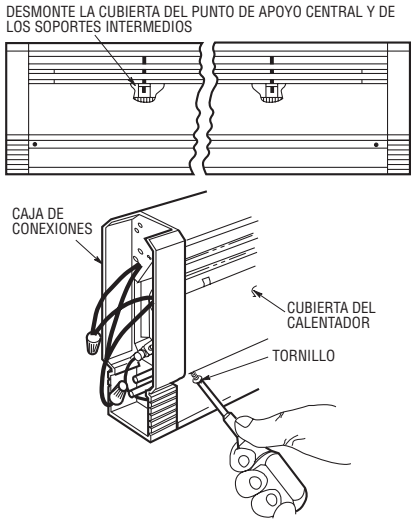

Figura 4. Remoción de la cubierta frontal
4. Quite la cubierta frontal del calentador sacando los tornillos en las esquinas inferiores. Tire de la parte inferior de la cubierta hacia afuera y levante su parte superior para sacarla de la caja de conexiones. Repita el procedimiento en el otro extremo. Desmonte la parte superior de la cubierta del punto de apoyo central y de los soportes intermedios. Vea la Figura 4.